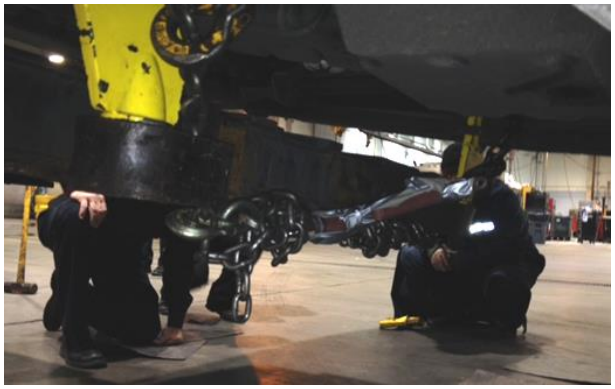

FIGURE 66
10. Install the choke chains. Tie the two choke chains together to secure the side members to the tow bar (Figure 65 and Figure 66). Take up any slack that may remain and maintain proper tension on chains.